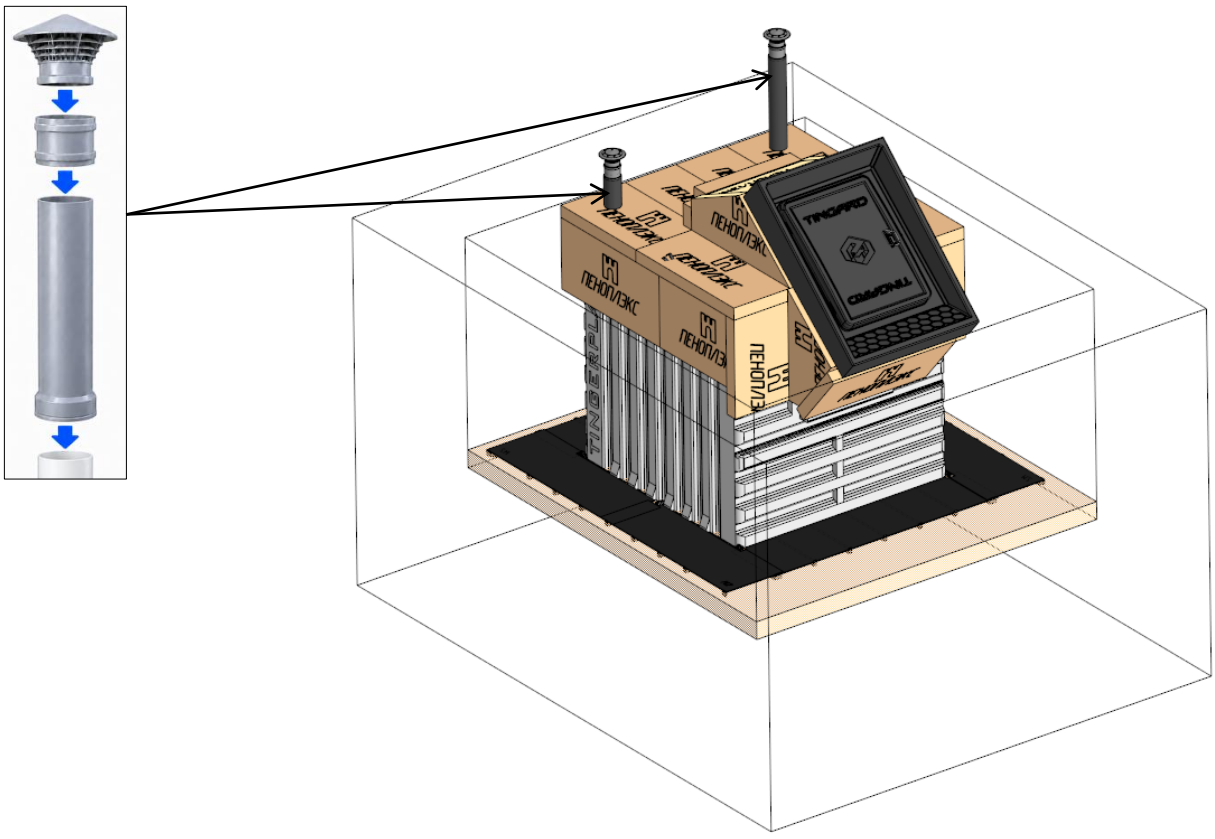

Рисунок 9
3. Установить удлинители вентиляционных труб раструбом вниз. (см. Рисунок 9)